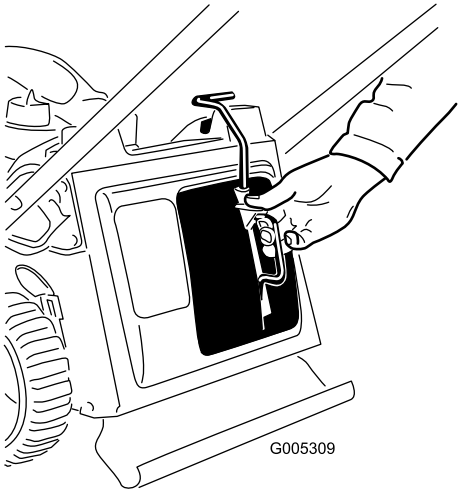

Figur 25
1. Fjern resirkuleringspluggen (Figur 25).